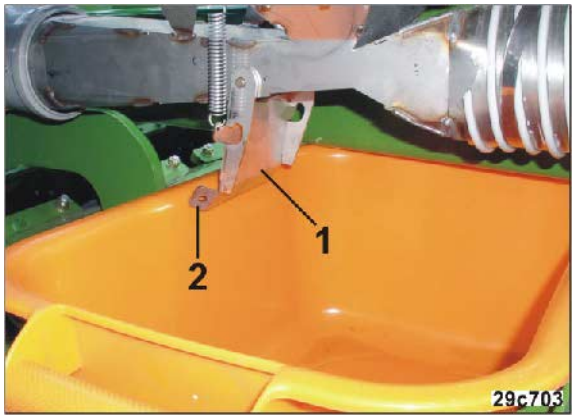

**Fig. 213**
3. Videz le canal d'injection (Fig. 213/1).
4.1 Ouvrez la trappe de canal d'injection (Fig. 213/1).
**lors de l'ouverture et de la fermeture de la trappe de canal d'injection (Fig. 213/1).**
**Saisissez la trappe de canal d'injection uniquement par l'attache (Fig. 213/2), sinon vous risquez de vous blesser lors de la fermeture de la trappe sous l'effet de son ressort.**
10. Fermez la ou les trappes de canal d'injection (Fig. 213/1).